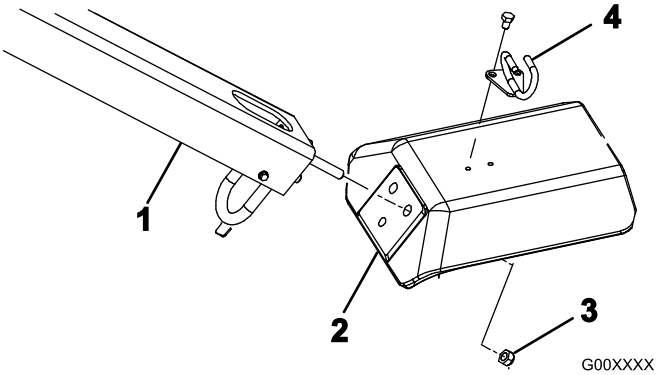

Figur 4
2. Sæt håndtagets monteringstappe ind i gaflens huller (Figur 4).
3. Monter håndtagets tappe på gaflen med 3 låsemøtrikker (1/2 tomme) (Figur 4)
5. Monter kabelholderen øverst på gaflen med 2 bolte (5/16 x 1/2 tomme) (Figur 4).